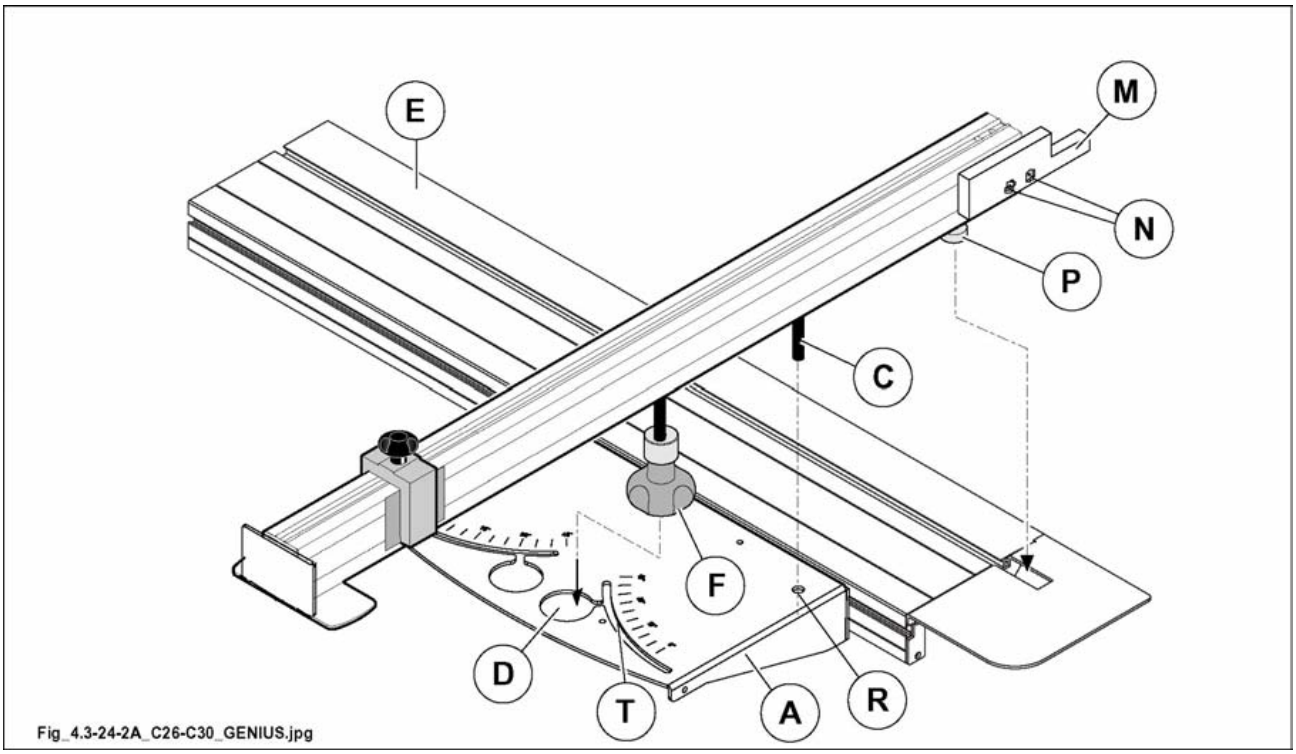

Fig. 4.3-24-2A
Insert the knob (F fig. 4.3-24-2A) in the slot (T fig. 4.3-24-2A) by means of the hole (D fig. 4.3-24-2A).
Insert the lock pin (P fig. 4.3-24-2A) in the slot on the wagon (E fig. 4.3-24-2A) only for versions.
2) Position the rule at required angle using slot (T fig. 4.3-24-2A) and tighten knob (F fig. 4.3-24-2A).
When the chip guard (M fig. 4.3-24-2A) is worn, bring it up to the saw blade by loosening the two screws (N fig. 4.3-24-2A).
1) Place the ruler on the table (A fig. 4.3-24-2), inserting the fulcrum (C fig. 4.3-24-2) in the hole (R fig. 4.3-24-2).